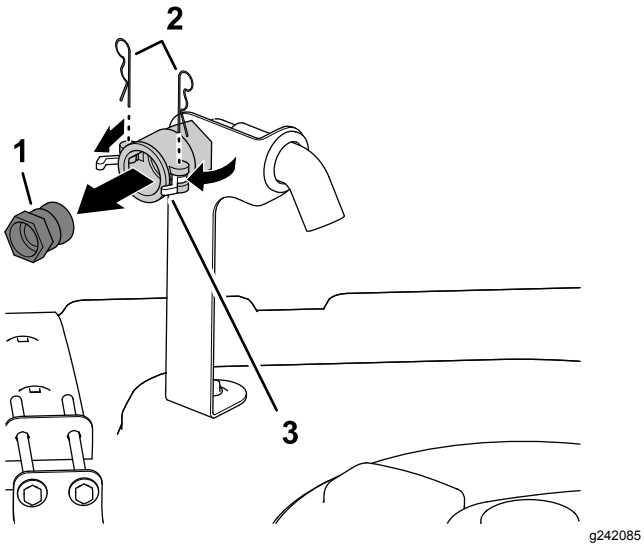

Figure 3
1. At the forward, right side of the tank cover, remove the 2 hairpins that secure the latches for the quick-disconnect coupling for the anti-siphon fill receptacle (Figure 3).
2. Rotate the latches open to unlock the quick-disconnect fitting from the quick-disconnect coupling (Figure 3).
3. Remove the quick-disconnect fitting from the quick-disconnect coupling (Figure 3).
4. Close the latches and install the hairpins into the flanges of the quick-disconnect coupling (Figure 3).